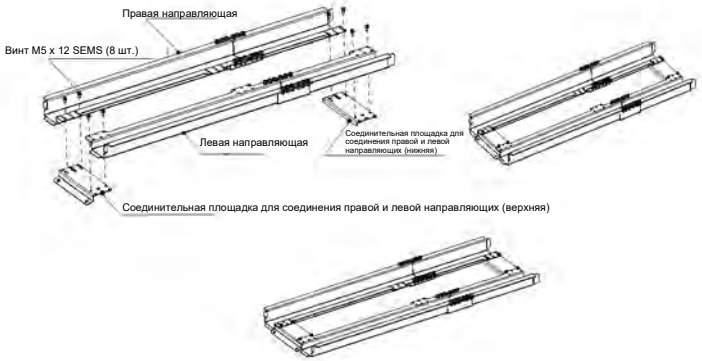

Рис. 1-11 Сборка направляющих
a. Выполнить сборку направляющих, как показано на *рис. 1-11 на стр. 23*.